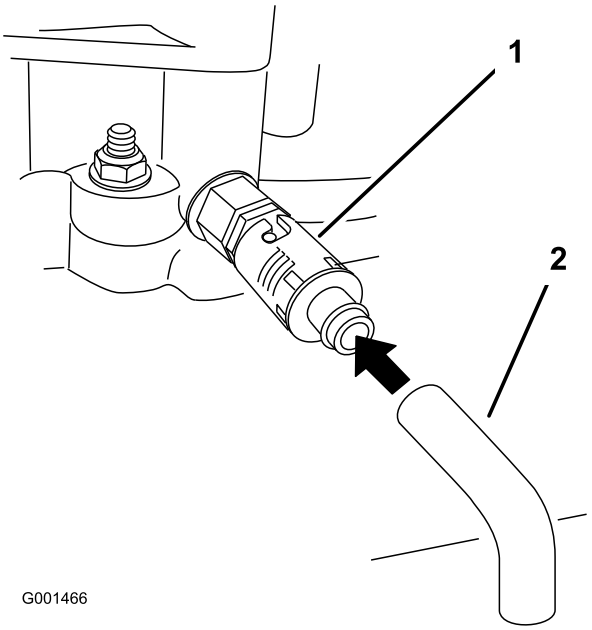

Figur 27
5. Ställ ett kärl under tömningsslangen. Rotera oljetömningsventilen så att oljan töms ut (Figur 27).
7. Ta bort tömningsslangen (Figur 27).